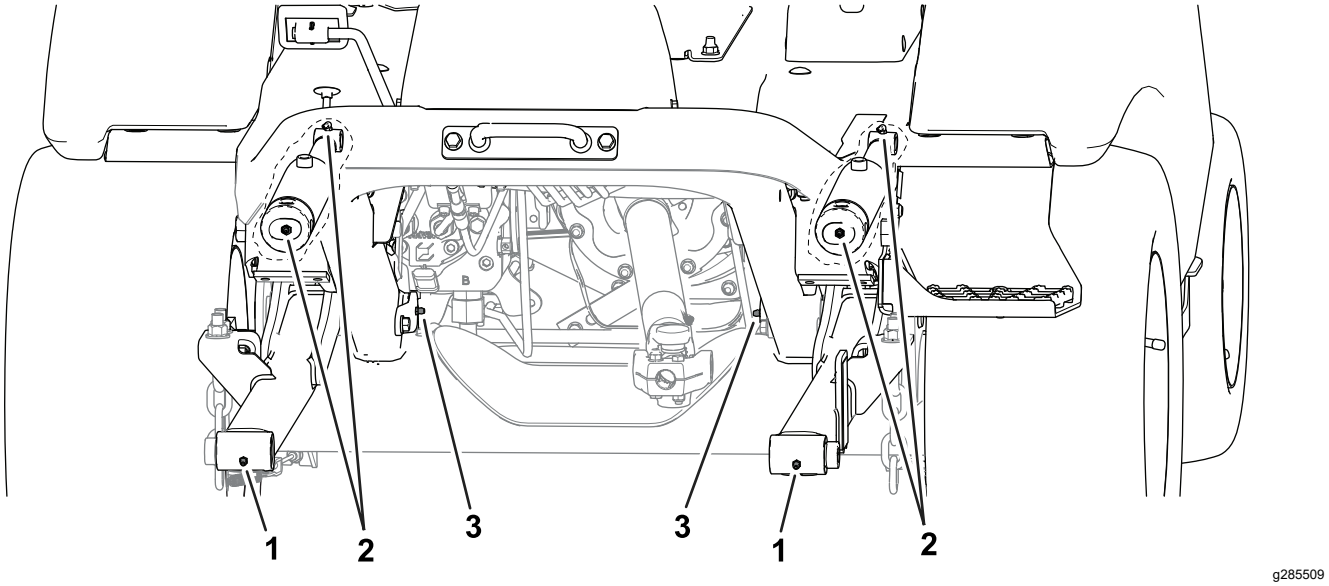

**Figura 50**
- **Parte anteriore della macchina** (Figura 50):
- Mozzi girevoli dell'attrezzo (2)
- Boccole del cilindro di sollevamento (2)
- Perni di articolazione del braccio di sollevamento (2)